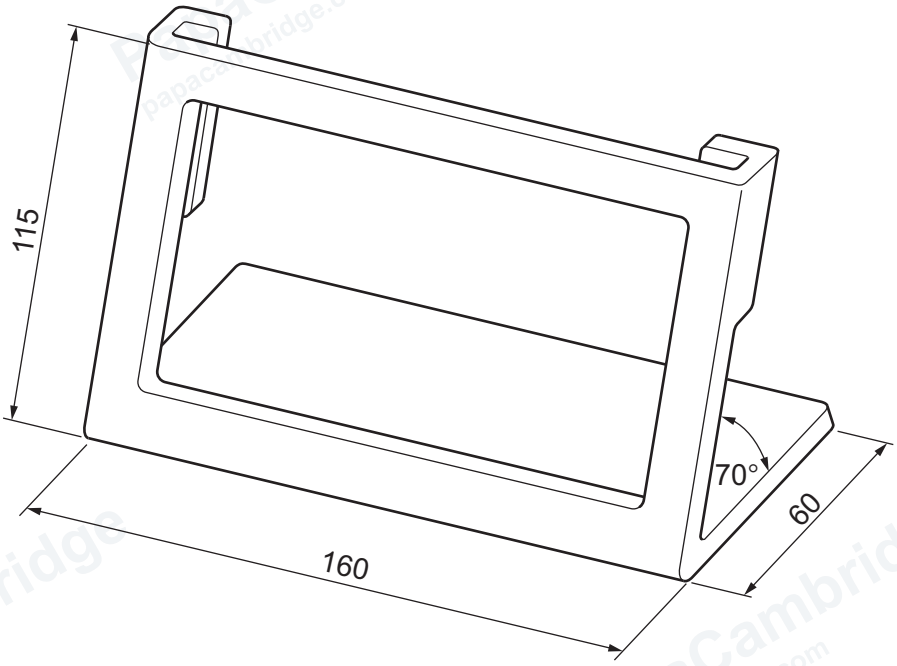

**Figure 1.1**
**1** Figure 1.1 shows details of a photograph holder.
**(a)** State a suitable material for the photograph holder shown in Figure 1.1.
**(b)** Use sketches and notes to show how you would make **one** photograph holder, as shown in Figure 1.1, in a school workshop.